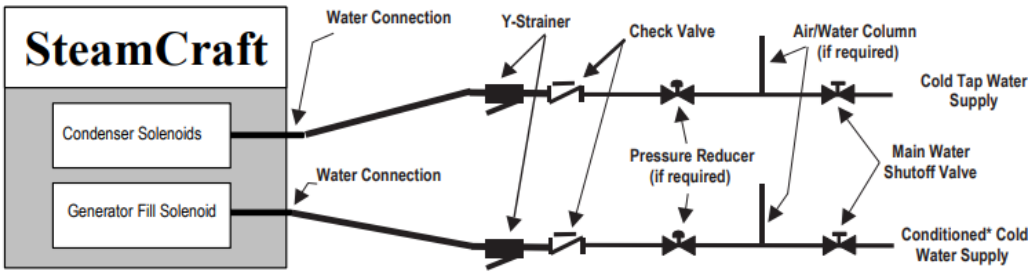

Figure 3-3 Cleveland Range Separate Water Supply Arrangement
d) If the water supply fails to meet the requirements shown in the Warranty, then use the Separate Feed Water Supply Arrangement shown in Figure 3-3.